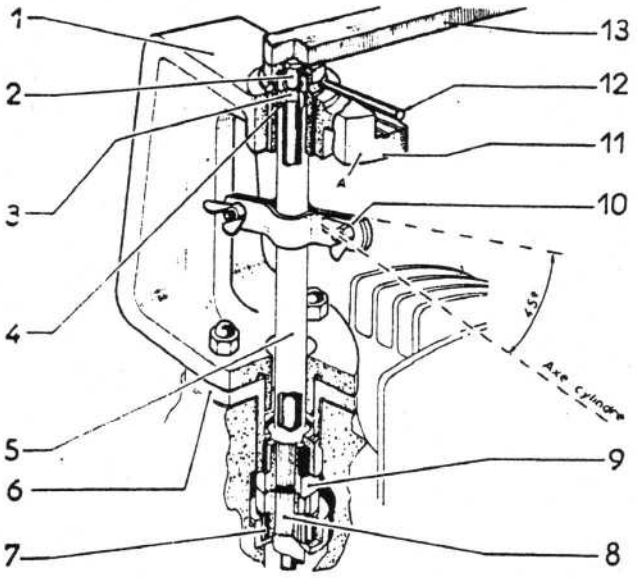

Fig. 18. — *Outillage de pose et dépose des barres de rappel.*
1er CAS (fig. 18).
2° Déposer le couvercle supérieur des barres, en veillant à ne pas enlever le palier (6) (fig. 18), ce qui provoquerait la chute des aiguilles (7) dans la cage des culbuteurs. Essuyer la barre tubulaire (5).
on fait pivoter l'ensemble sur lui-même, on observera qu'il présente un certain battement et, comme le principe de fonctionnement du système de rappel des soupapes est « qu'une soupape prend appui sur l'autre quand elle se lève », on comprendra que le battement de l'ensemble correspond au jeu total d'une coupelle de soupape à l'autre. Ce jeu doit être vérifié en mettant la clé (13) en place (la queue vers l'arrière du moteur), l'index (12) portant contre la butée (A) du support (fig. 18), en faisant pivoter la clé (13) dans les deux sens.
TENSION DES BARRES (fig. 18)